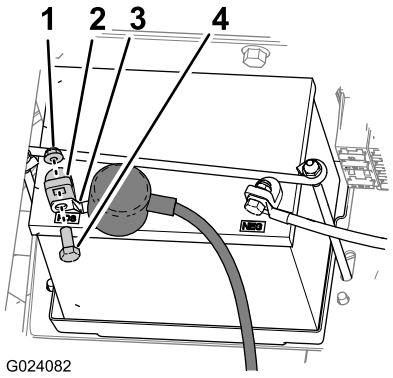

Figur 2
5. Skub isolatordækslet tilbage, og fjern bolten og møtrikken, der fastgør batteriets pluskabel til batteriets pluspol. (Figur 2).